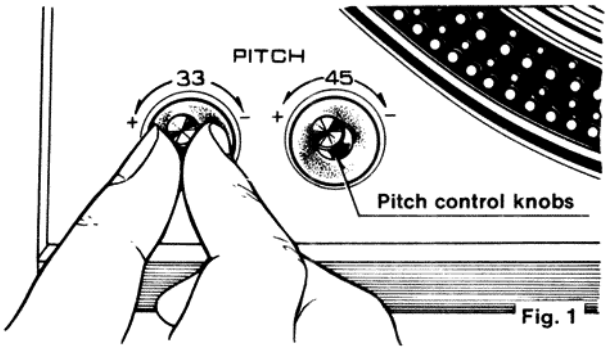

Fig. 1
❶SPEED ADJUSTMENT (with pitch control knobs) (See Fig. 1)